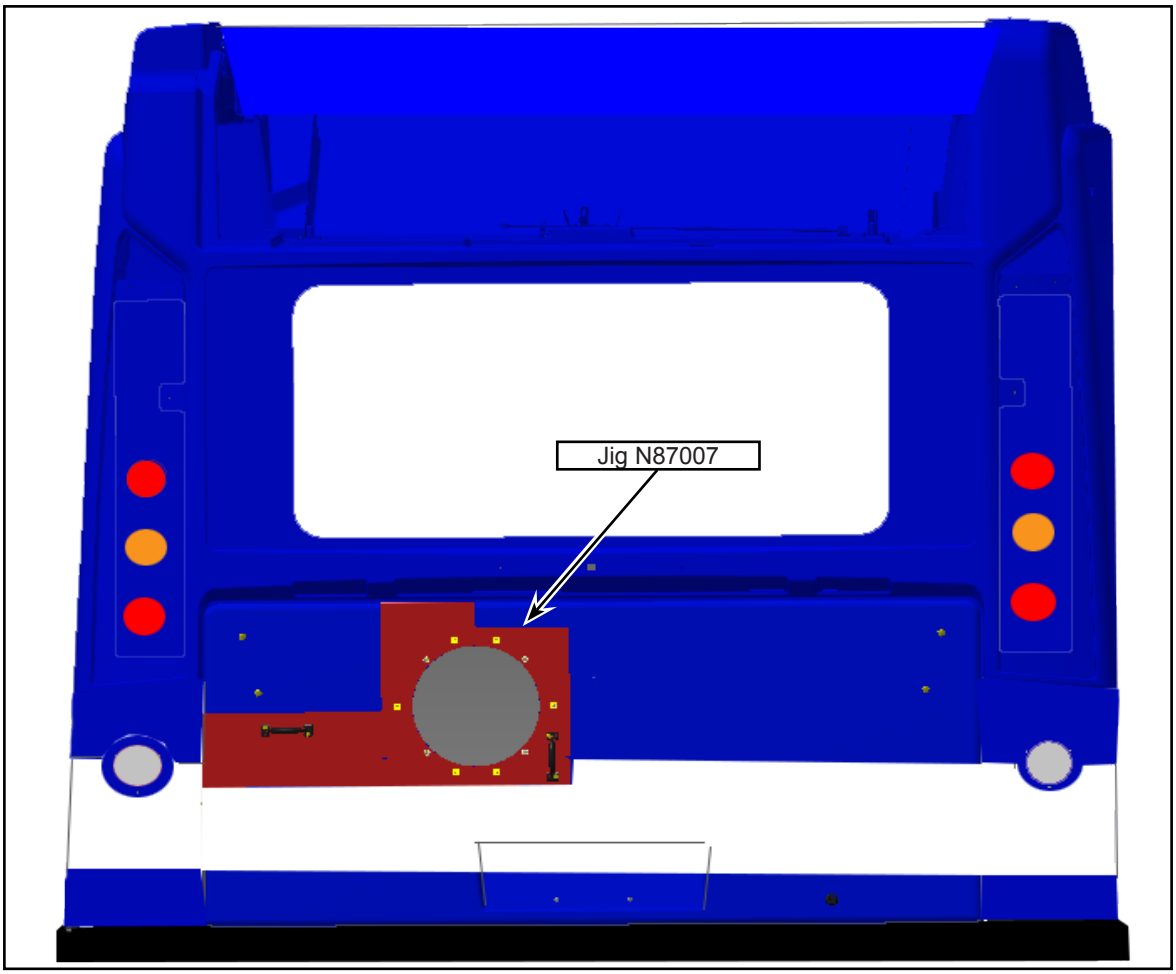

Figure 1 - Install the Jig on the Engine Compartment Access Door
1.3. Position jig N87007 on the engine door. Use the openings in the jig to line up with decal position. Adjust and reposition the jig as needed. See Figure 1.